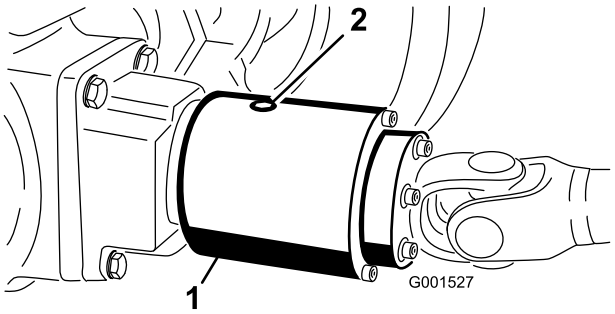

**Figuur 29**
2. Draai de koppeling (Figuur 29) zodanig dat de controleplug (afgebeeld in 12 uur positie) op vier uur staat.